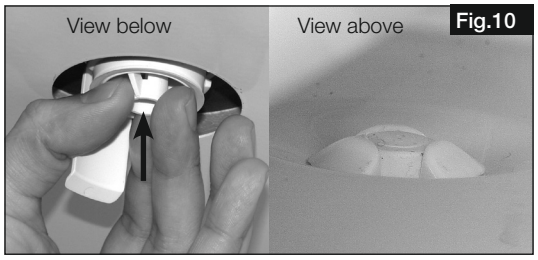

Fig.10
2. Plug the mounting part in the condensation outlet from below, until the claw fasteners snap to the sheet edge of the base plate (Fig.10).